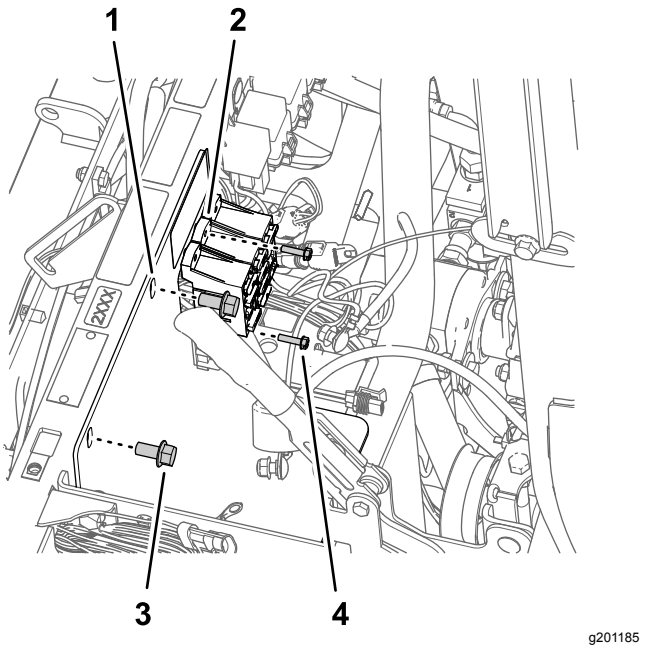

Figuur 170
3. Verwijder de bouten (10-24 x 3/4 inch) en moeren (10-24) waarmee de zekeringhouders aan de accubeugel zijn bevestigd (Figuur 170).
4. Verwijder de 2 flenskopbouten (3/8 x 3/4 inch) waarmee de accubeugel aan de schokbrekerbuis van de machine is bevestigd (Figuur 170).